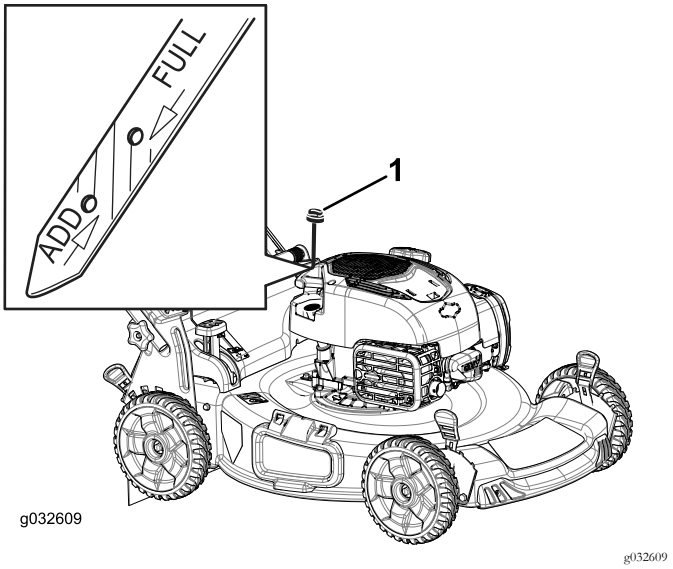

Bild 34
3. Ziehen Sie den Peilstab (Bild 34) heraus.
10. Lesen Sie den Ölstand am Peilstab ab. (Bild 34)